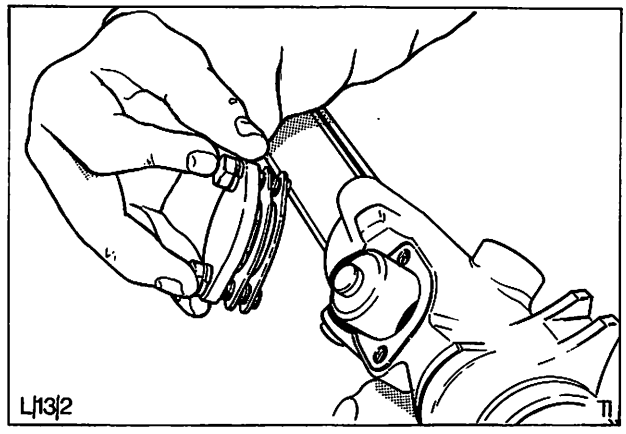

Abb. 29 Gleitstein – Zahnstange Einzelteile
14. Druckfeder einsetzen, Scheibenpaket mit Dichtung auflegen und Gleitsteindeckel montieren, Abb. 29. Schrauben einsetzen und mit dem vorgeschriebenen Drehmoment festziehen.